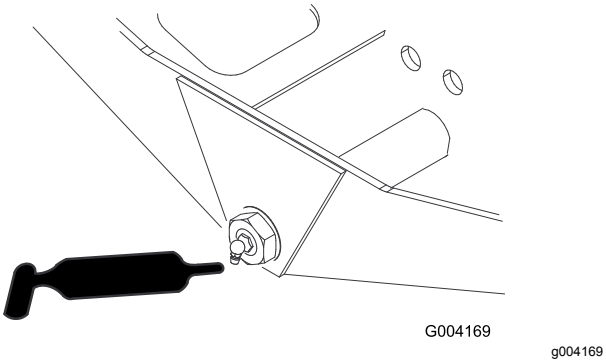

Figur 41
- Akselstyretap (1) (Figur 41)